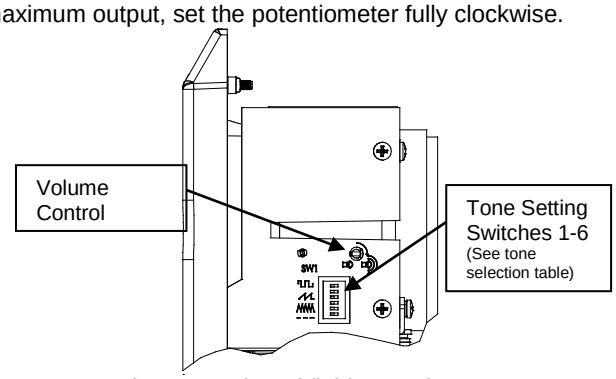

Fig. 2 Location of field controls
d) Select the required output tone by positioning the six switches as shown in Table 1 and Fig 2.
The output level of the D2xS1 alarm horn can be set by adjusting the volume control potentiometer (see Fig 2). For maximum output, set the potentiometer fully clockwise.
The D2xS1 alarm horns have 64 different tones. The tones are selected by operation of the tone setting DIP switches (see Fig. 2) on the PCB. The alarm horns can also be switched to sound the second, third and fourth stage alarm tones. The tone table (Table 1) shows the switch positions for the 64 tone and which tones are available for the second, third and fourth stages.
Tone Selection – To select the required first stage tone set the tone switches 1 to 6 (see Fig 2) to the tone setting shown in the table below. The table also shows which 2nd, 3rd and 4th stage tones are available for use with the selected first stage tone if more than one tone output stage is required.